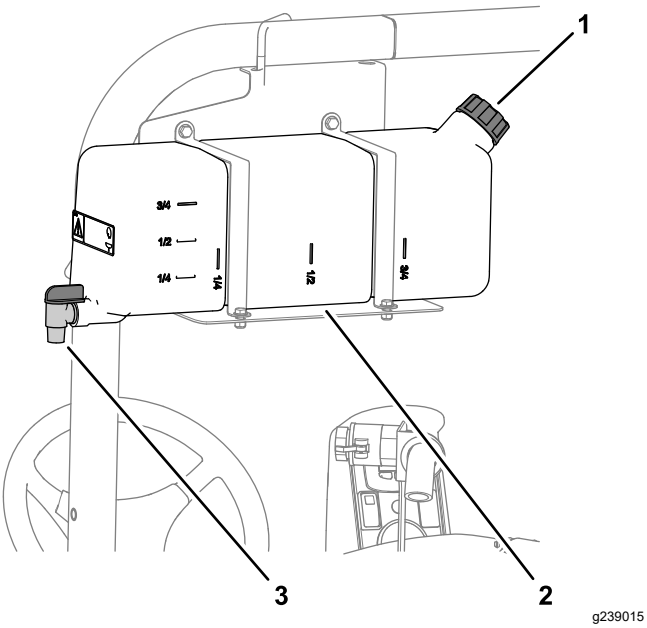

Figure 19
- Pour remplir le réservoir, dévissez le bouchon situé sur le dessus, remplissez-le d'eau douce puis remettez le bouchon en place (Figure 19).
- Pour ouvrir le robinet du réservoir d'eau douce, tournez le levier sur le robinet (Figure 19).